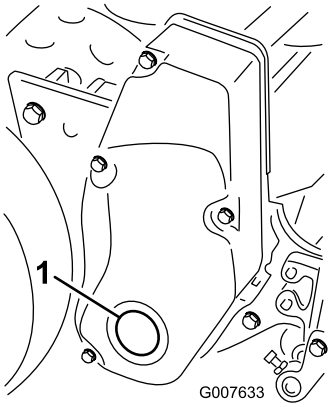

Figur 56
1. Afmonter proppen i knivcylinderdrevets højre skærm (Figur 56).